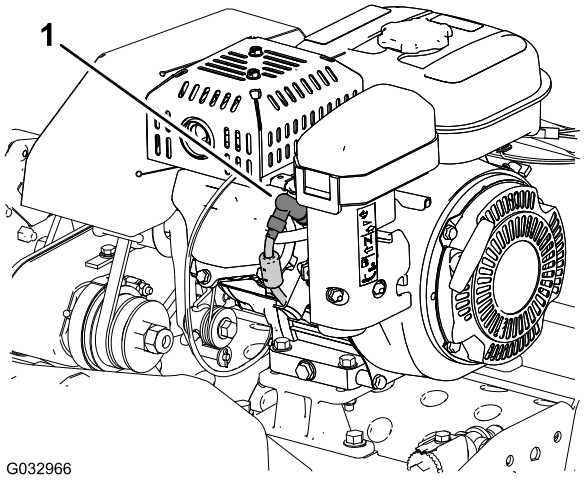

Figura 1
4. Remova o cabo da vela da ignição do terminal da vela da ignição (Figura 1).